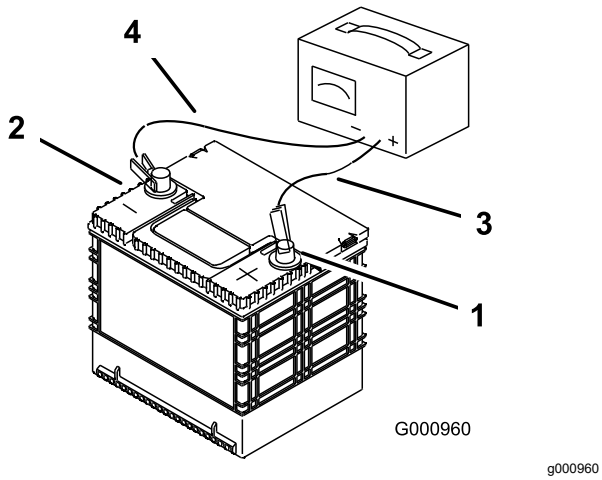

Figuur 51
3. Zodra de accu volledig is opgeladen, haalt u de acculader uit het stopcontact en maakt u vervolgens de oplaadkabels los van de accuklemmen (Figuur 51).